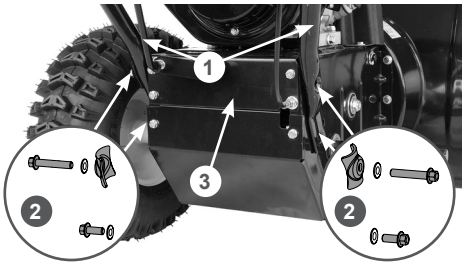

Рис. 4 Установка стойки рукояток
3. Установите стойку 1 рабочих рукояток на раму 3 и закрепите с помощью болтов и шайб 2, как показано на Рис. 4.